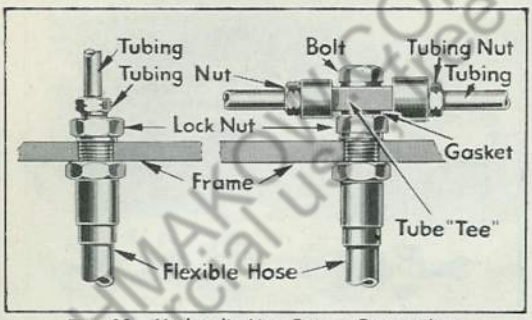

Fig. 29 Hydraulic Line Frame Connections
C. To Remove Flexible Hose—Procedure for removal of flexible hose is as follows: Connections are illustrated in Fig. 29.
1. Before flexible hose at right front wheel and forward rear wheels can be removed it is necessary to first remove bolt attaching "Tee" to hose, shown in Fig. 29.
2. At other wheels, remove tubing flared nut shown in Fig. 29.